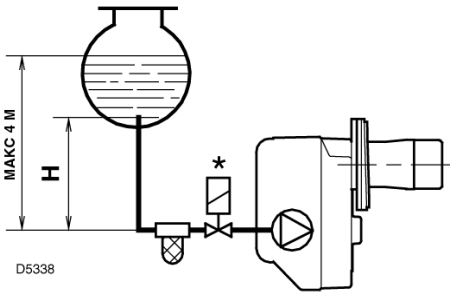

Рис. 7
- **Насос предназначен для двухтрубной схемы. Если вы хотите сделать однотрубную схему, необходимо вывинтить гайку обратного трубопровода (2), отвинтить винт байпаса (3) и потом снова закрутить гайку (2) (Смотри рисунок 7).**